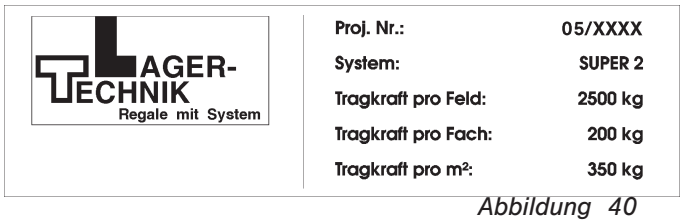

Abbildung 40
a) Das Belastungsschild (Abb. 40) gut sichtbar am Regal befestigen. Tragkraftangaben für Belastungsschilder sind den Seiten 11 - 13 zu entnehmen.